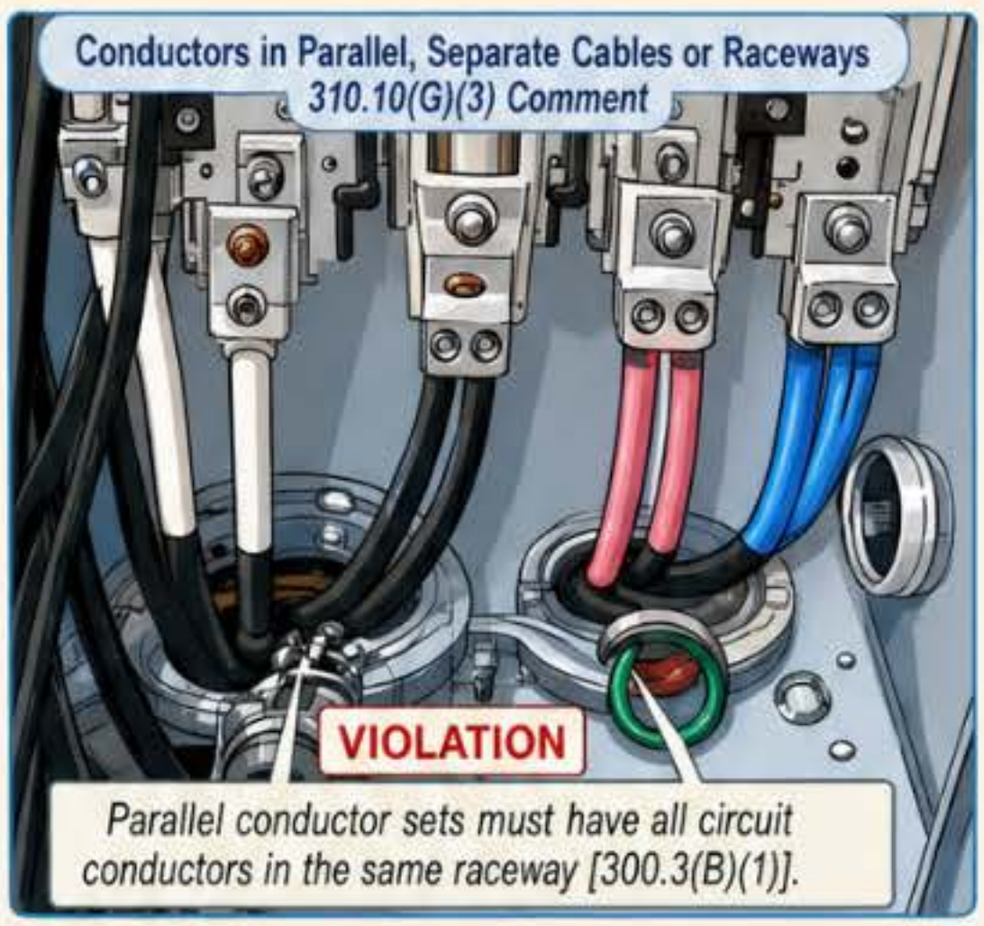

Figure 310-16
- Parallel conductor sets must include all circuit conductors in the same raceway [300.3(B)(1)]. Figure 310-16